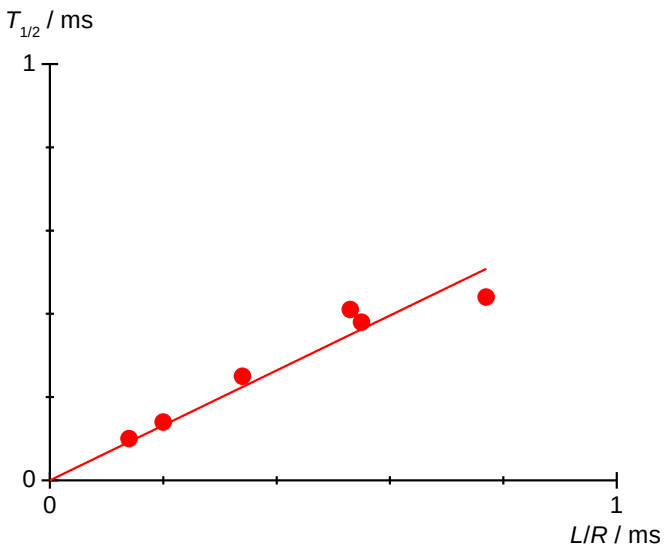

Fig. 6: Halbwertszeit $T_{1/2}$ in Abhängigkeit von L / R.
- Die Halbwertszeiten $T_{1/2}$ aus Tab. 5 gegen die Quotienten L / R in einem Diagramm auftragen und eine Ursprungsgerade anpassen (Fig. 6).
- Zur Überprüfung von Gleichung (3) aus der Geradensteigung m den Proportionalitätsfaktor ln2 bestimmen.